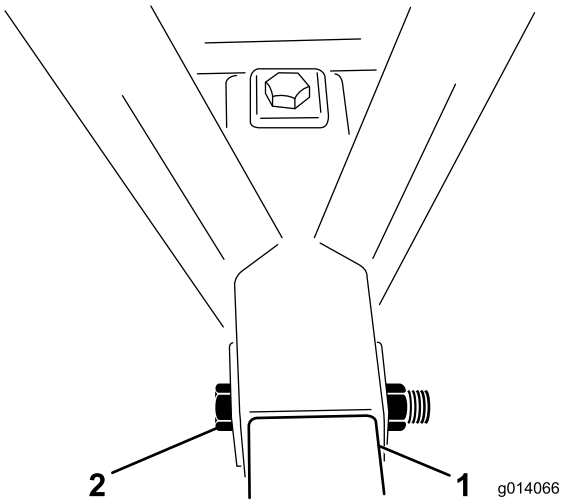

**Figur 4**
5. Før en 1 x 6-1/2 tommes bolt gennem rammen og bugsertrækkets rør, og monter låsemøtrikken (Figur 4).
6. Før den anden 1 x 6–1/2 tommes bolt gennem rammens overside og ned gennem bugsertrækkets rør. Monter låsemøtrikken (Figur 4).